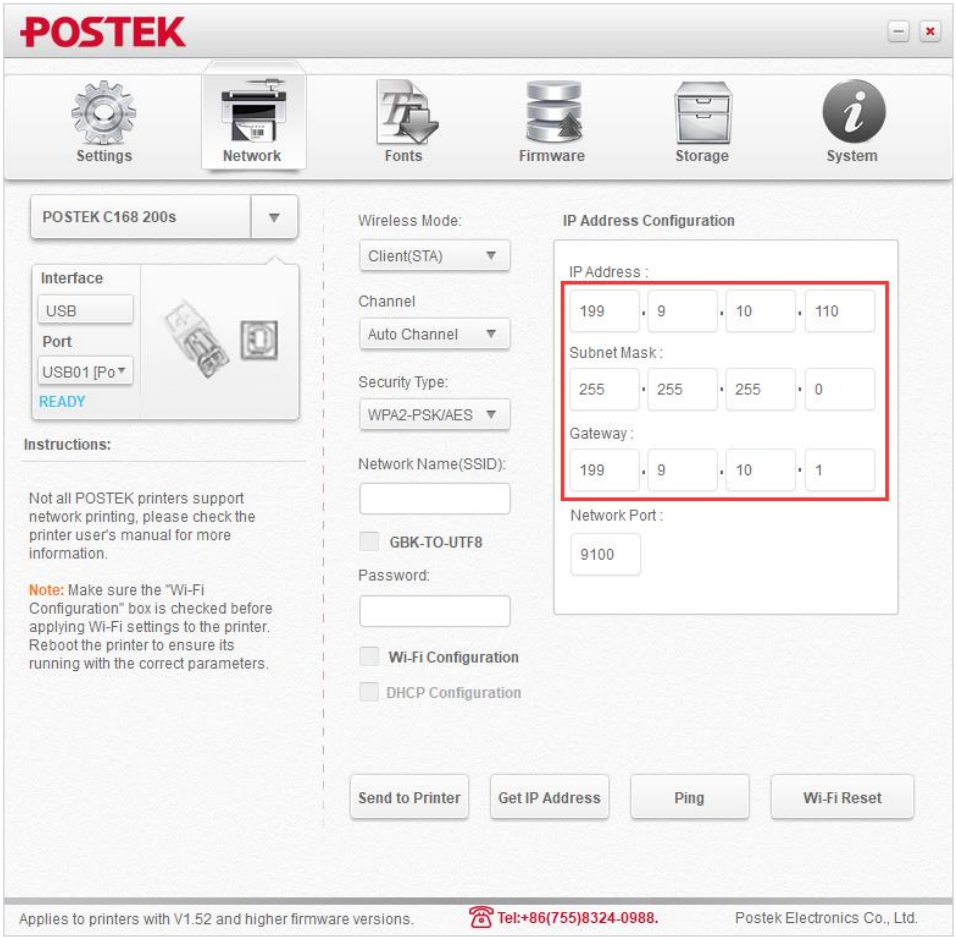

Figure 2-38 Configure the Network Parameters
5. Enter the "IP Address", "Subnet Mask", and "Gateway" (Note: the IP address here must be in the same network segment as the LAN, and the last figure of the IP address should be unique in the network group), as shown in Figure 2-38.